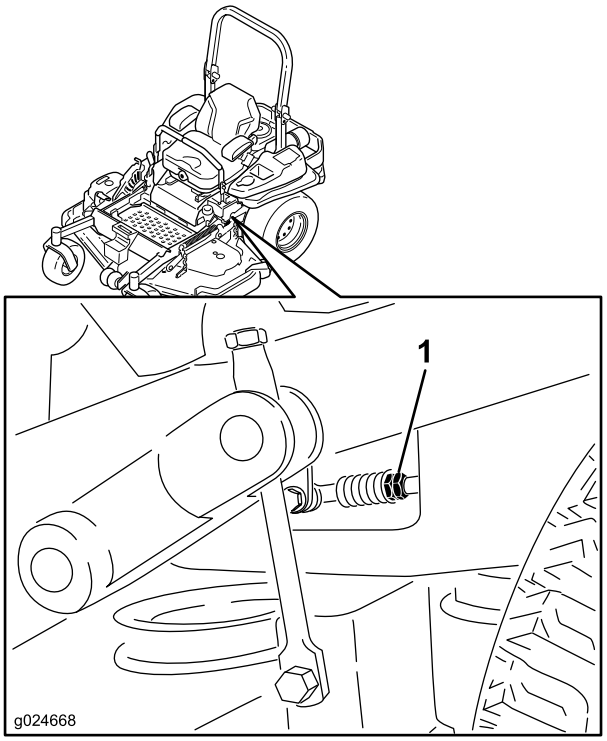

Figuur 76
8. Pas de lengte van de stang aan door de dubbele moeren op de stang in de juiste richting te draaien tot de wielen gaan kruipen in de achteruitstand (Figuur 76).